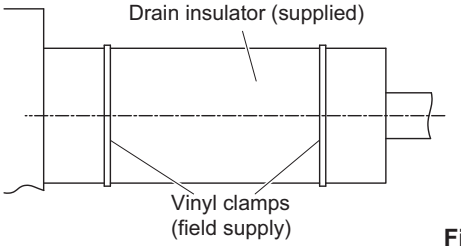

Fig. 2-178
(2) After checking the drainage, wrap the supplied packing and drain pipe insulator around the pipe, then secure it with the clamps. (Fig. 2-178)